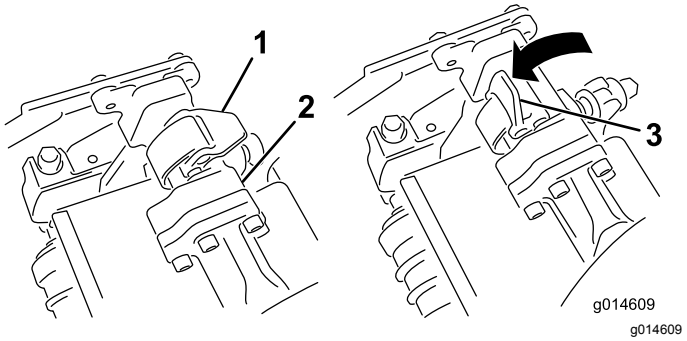
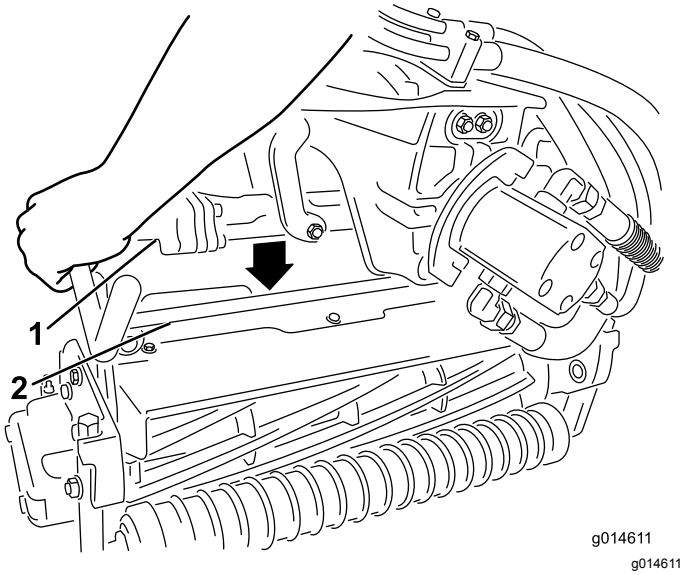

Rysunek 45
Rysunek 46
3. Gdy zapadki na pręcie ramienia podwieszonego skierowane są ku górze (tzn. gdy są otwarte) (Rysunek 45), popchnij ramię podwieszone w dół, tak aby pręt dopasował się do innego pręta w górnej części zespołu tnącego (Rysunek 46).
4. Zamknij zapadki wokół pręta zespołu tnącego, a następnie zablokuj je na swoim miejscu (Rysunek 45).
4. Otwórz zapadki na pręcie ramienia podwieszonego demontowanego zespołu tnącego (Rysunek 45).